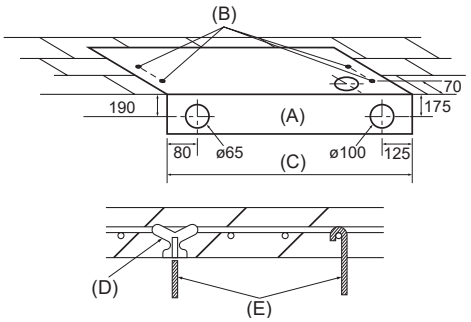

Fig. 3-3
3.2.3. Selezione dei bulloni di sospensione e delle posizioni della tubazione (Fig. 3-3)